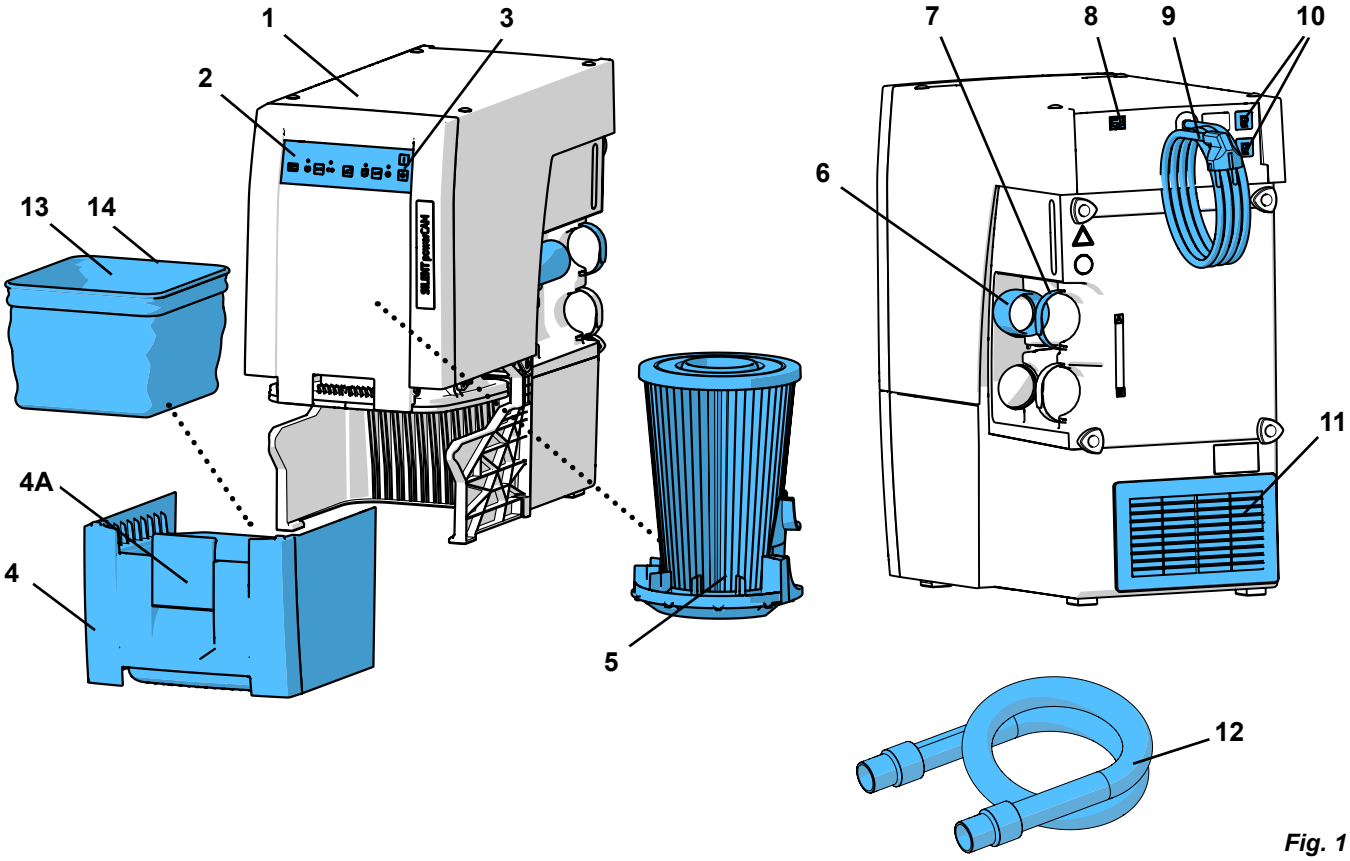

Fig. 1
- la salida de aire (11, Fig. 1) no cuente con ninguna obstrucción.
- Abertura en la pareja posterior del armario, mín. 250 x 120 mm, directamente enfrente de la salida de aire de escape (11, Fig. 1).
- Retirar la pared posterior del armario (C), distancia de la pared posterior del armario a la pared mín. 50 mm.
⇒ Desenrollar el cable de alimentación (9, Fig. 1) y enchufar la clavija de alimentación en la toma de corriente de la instalación del edificio.